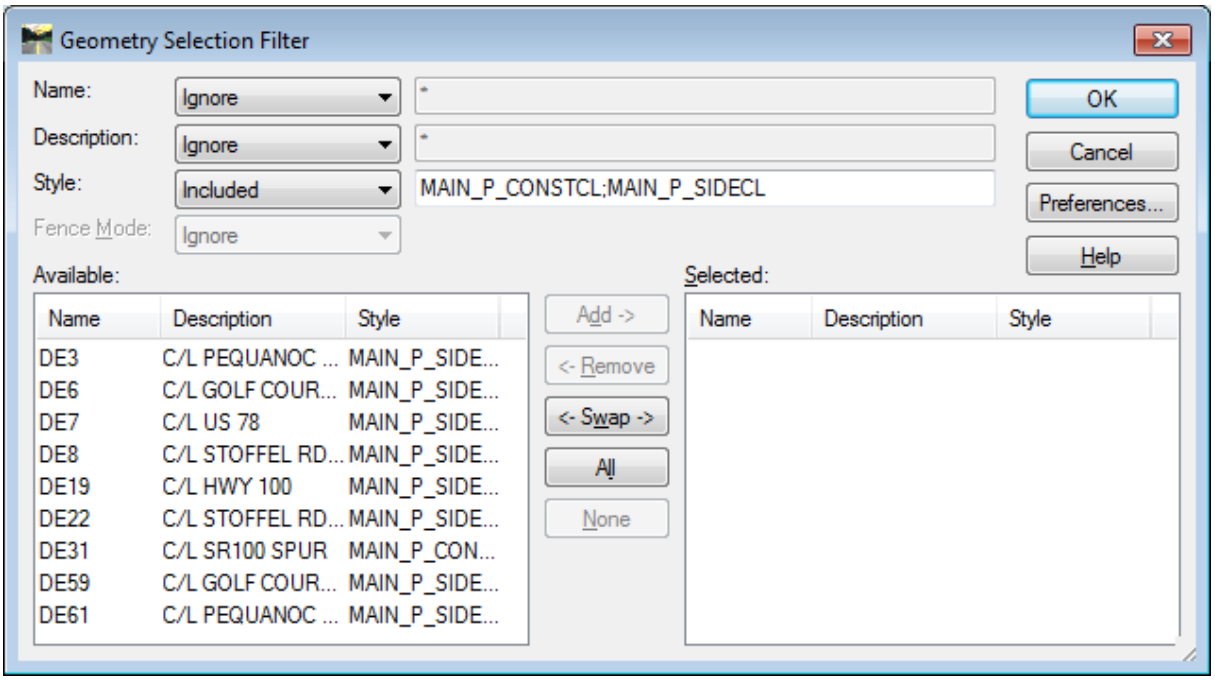

Figure L14-3 Geometry Selection Filter
11.	**Filter the 'Available:' field to Include only those Alignments with the Feature Styles MAIN_P_CONSTCL and MAIN_P_SIDECL.** • Use the pull-down arrow next to the **Style:** field to change the entry from **Ignore** to **Included**. • In the **Style: – Included** key-in field, key-in: **MAIN_P_CONSTCL;MAIN_P_SIDECL** and click the **Tab** key on the keyboard to accept the entry. ***IMPORTANT**: Ensure no spaces are entered either before or after the semi-colon (;) when entering the feature styles. A space entered after the semi-colon will prevent additional feature styles from being recognized. • The alignments in the **Available:** field should now be filtered as shown in *Figure L14-3*.